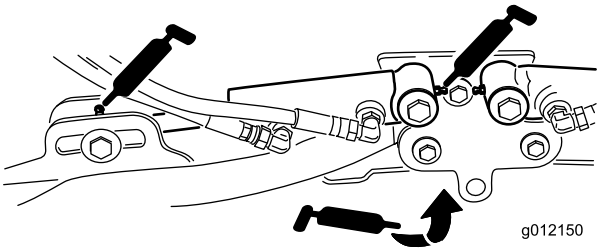

**Figura 45**
- Cilindros del brazo de elevación de la unidad de corte (2 en cada) (Figura 45)
- Pivotes del brazo de elevación (1 en cada) (Figura 45)